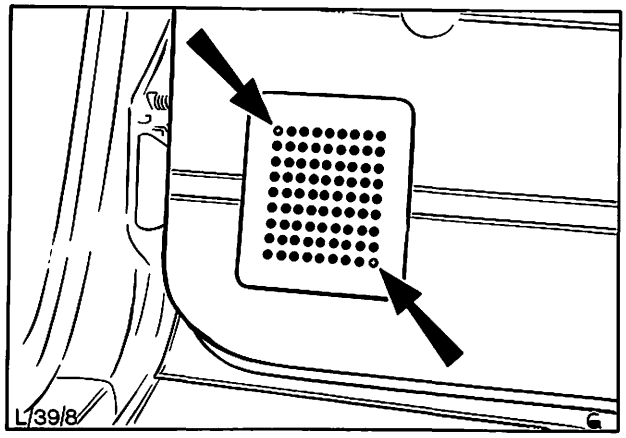

Abb. 18 Kreuzschrauben – Lautsprechergrill
3. Zwei Kreuzschrauben entfernen, Abb. 18, und Lautsprechergrill von der Türverkleidung abbauen.